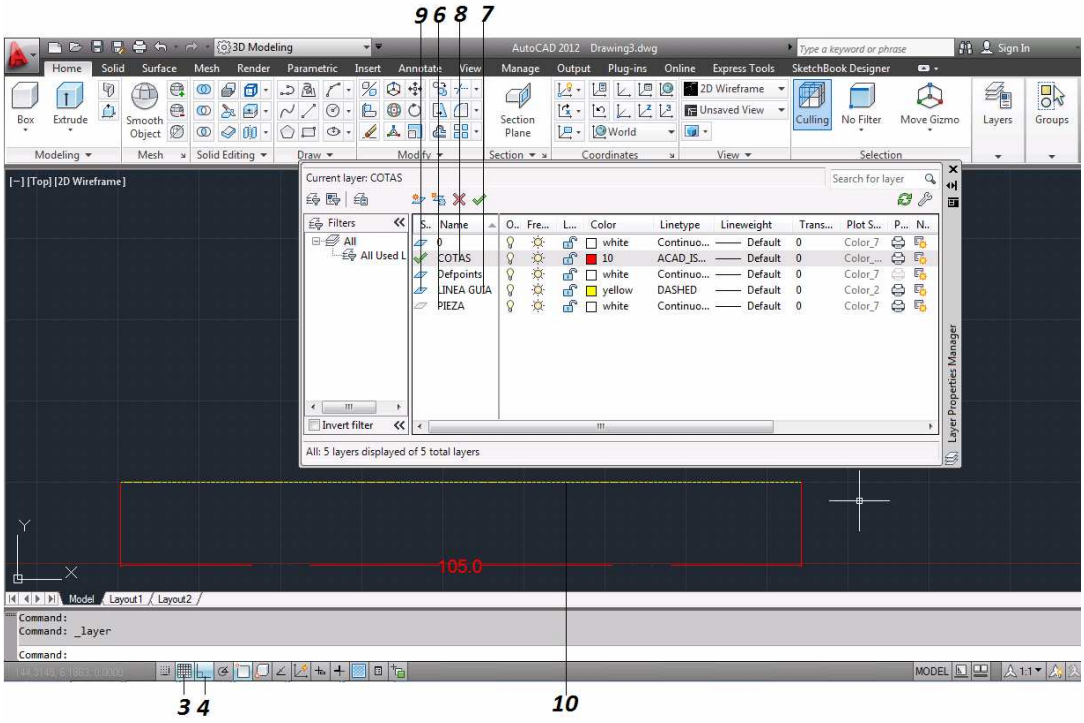

Figura 4.1 Ejercicio 1
6. La primer Capa se queda con los parametros que se tienen por defecto, solo se nombra “Pieza” *(figura 4.1)*.
7. La segunda Capa que se crea es de Color Amarillo, el Tipo de Linea es “Dashed” y se nombra “Linea Guia” *(figura 4.1)*.
8. La tercera Capa que se crea es de Color Rojo, el Tipo de Linea es “ACAD_IOS05W100” y se nombra “Cotas” *(figura 4.1)*.
9. Se selecciona la Capa “Linea Guia” *(figura 4.1)*.
10. Se crea una linea guia con una longitud de 105 unidades *(figura 4.1)*.